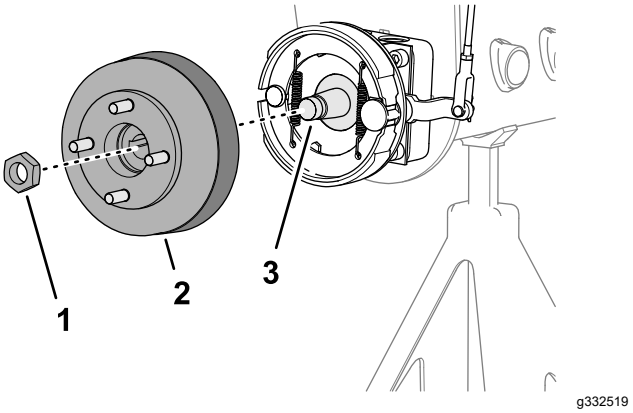
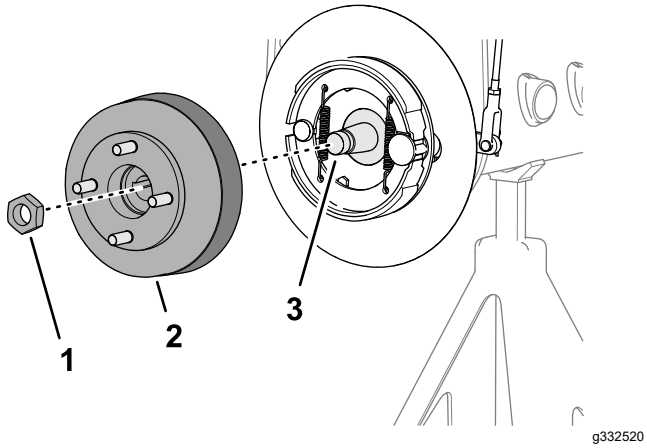

Figur 65
Figur 66
1. Fjern låsemutteren som fester navet til hjulmotorakselen (Figur 65 eller Figur 66).
4. Bruk den spesifiserte hjulnavtrekkeren for å fjerne hjulnavet og bremsetrommelen fra hjulmotorakselen (Figur 65 eller Figur 66).